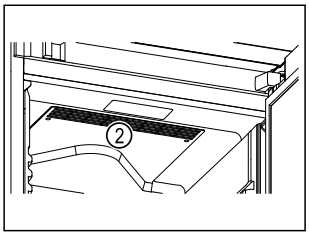

Fig. 66
- ❑ Ventilatiesleuf *Fig. 66 (2)* van de ventilator in de binnenruimte vrijhouden.